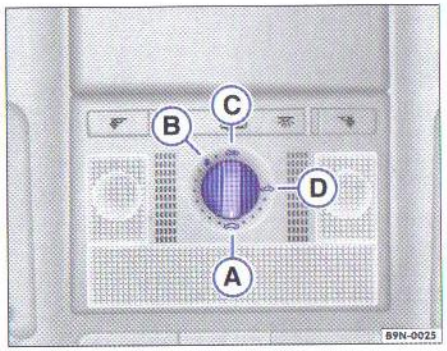

Fig. 18 Plafonul: Comutatorul rotativ pentru acționarea trapei/plafonului glisant
– Rotiți comutatorul în poziția Ⓐ ⇒ fig. 18 ⇒ ⚠.